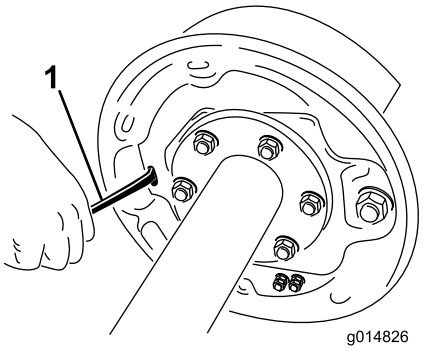

**Figur 51**
4. Vrid om stjärnhjulet på justeringsenheten med hjälp av en skruvmejsel för att expandera bromsskorna (Figur 51).